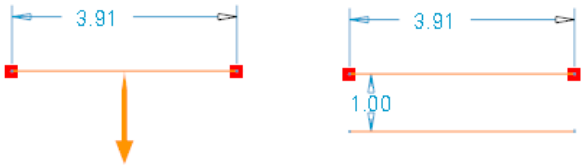
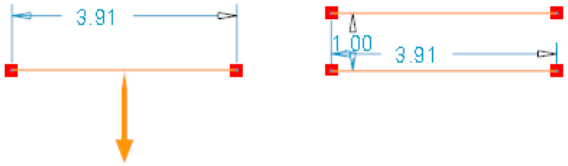

Figure 3-19 *Offset created with a positive value*
Figure 3-20 *Offset created with a negative value*
2. Enter the offset value in the **Enter offset in the direction of the arrow [Quit]** edit box and choose the **OK** button. Depending upon the value specified, a copy of the selected geometry will be created in the drawing area. Note that, if you specify a positive value, the entity will get offset in the direction of arrow, refer to Figure 3-19. If you specify a negative value in the edit box, the offset geometry will be created in a direction opposite to the direction of arrow, refer to Figure 3-20.